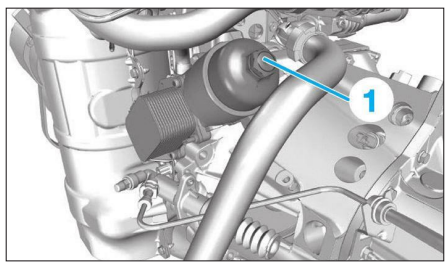

**Fig. 17**
- le bouchon du filtre à huile (1) **(Fig.17)**.